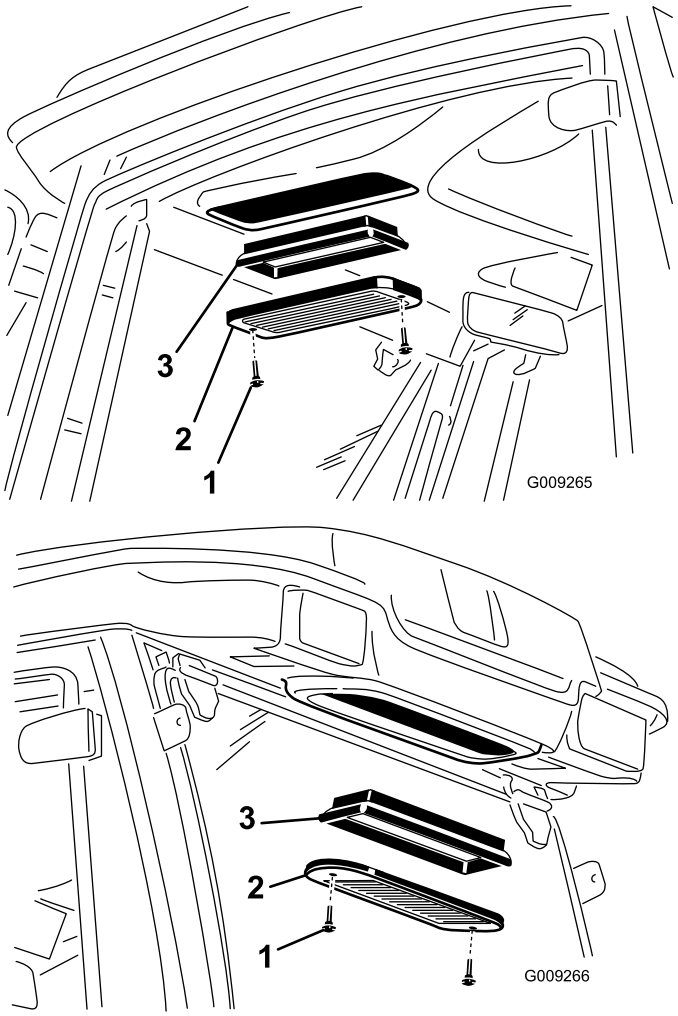

図 88
1. キャブ内とキャブ後部のエアフィルタについているつまみねじを外して、格子を取り外す 図 88。